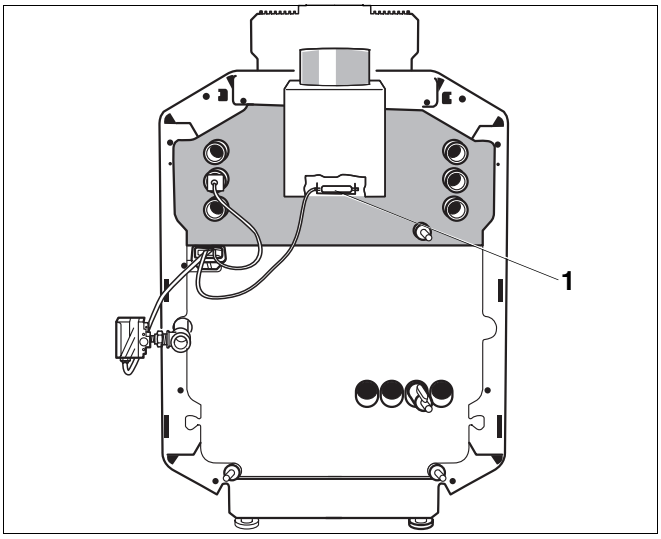

Rys. 38 Czujnik zaniku ciągu kominowego
- Odkręcić czujnik temperatury spalin (rys. 38, **poz. 1**) od przerywacza ciągu.
- Włożyć i przytrzymać końcówkę czujnika temperatury spalin (rys. 38, **poz. 1**) w centrum strumienia spalin przy pracującym palniku. Dopływ gazu powinien zostać przerwany po max. 120 sek., a palnik powinien się wyłączyć. Po przerwie ok. 15 min. palnik powinien ponownie załączyć się automatycznie, jeżeli istnieje zapotrzebowanie na ciepło.
- Zamontować ponownie czujnik temperatury spalin (rys. 38, **poz. 1**).